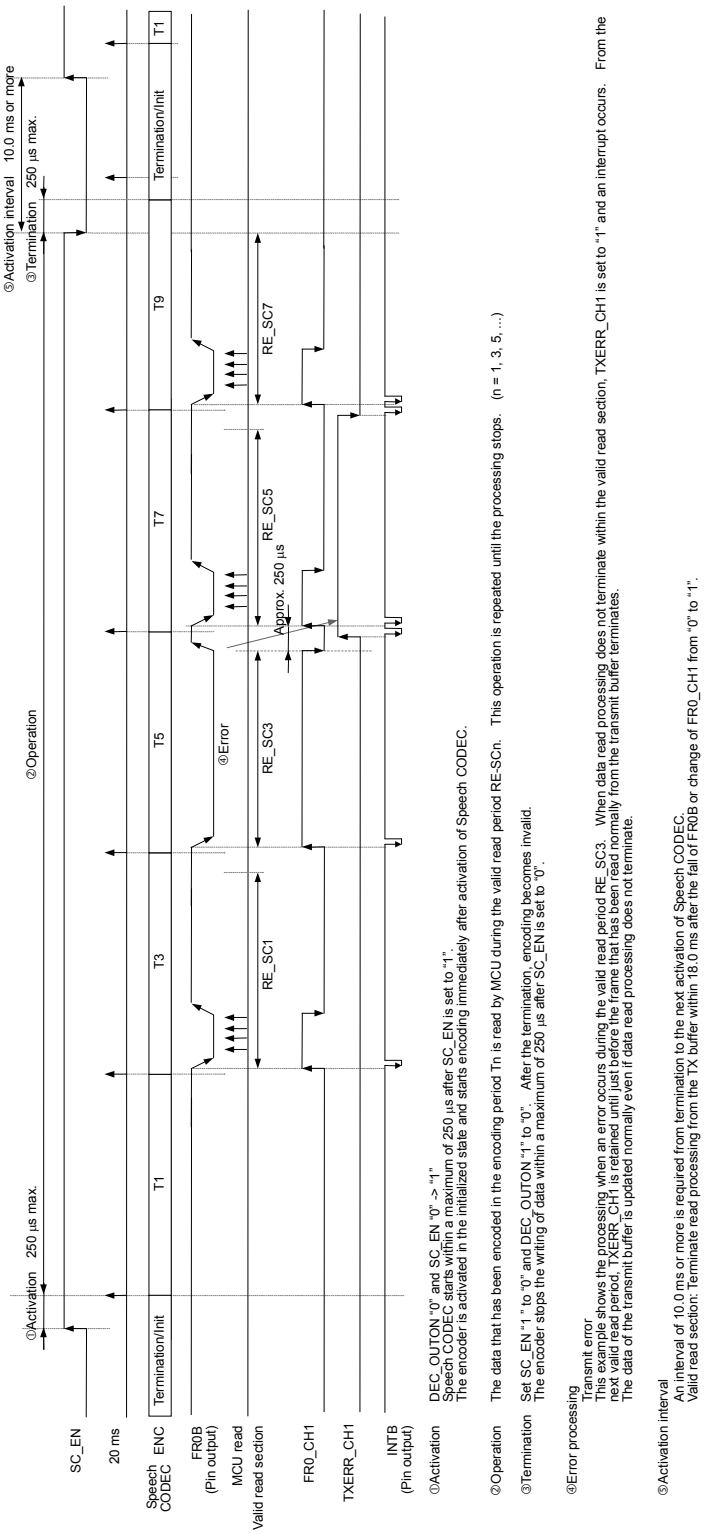

Figure 17 G.711 (μ-law and A-law) Transmit Buffer Control Method at Single-Channel Operation (20 ms/frame mode)
③ G.711 operation (after switching)
Operates according to the contents that are described in ②Operation and ④Error processing in Figure 17 G.711 (μ-law and A-law) transmit buffer control method at single-channel operation (20 ms/frame mode).
① G.711 operation (before switching)
Operates according to the contents described in ②Operation and ④Error processing in Figure 17 G.711 (μ-law and A-law) transmit buffer control method at single-channel operation (20 ms/frame mode).
② Switching processing